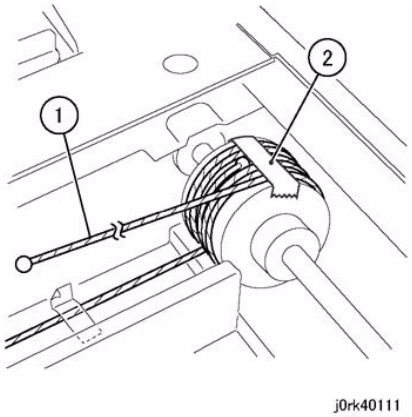

Figure 8 Taping Carriage Cable
3. Wind the Carriage Cable at the ball end around the pulley for 3 rounds. (Figure 8)